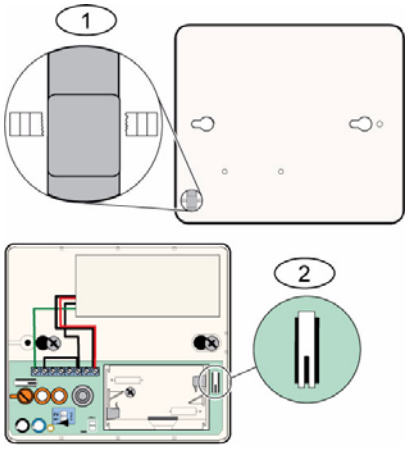

Figure 10.12 Contacts d'autosurveillance à l'ouverture et à l'arrachement
Se reporter à la *Figure 10.12* de la *Page 111*.
3. Appuyer quatre fois rapidement sur le contact d'autosurveillance ouverture dans les 10 secondes qui suivent la réinsertion des batteries. Se reporter à la *Figure 10.12* de la *Page 111*. Le détecteur passe en mode RFSS .